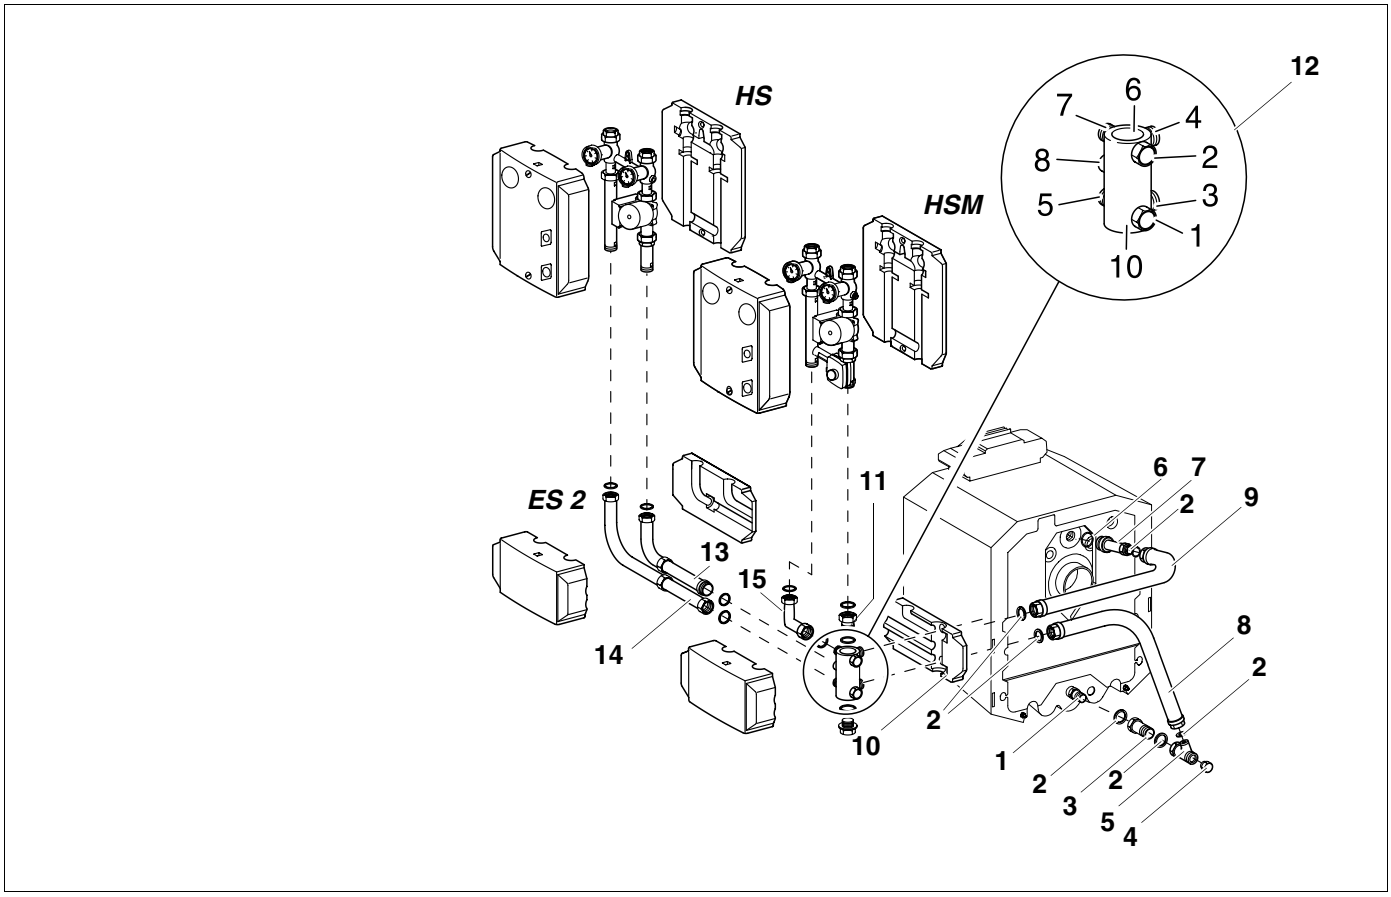

Afb. 10 Zijdelings parallel, rechts van de ketel
Legemde voor afb. 10
- Plaats de dichting volgens afb. 10 in het tussenstuk (**14**) en schroef het tussenstuk op het vertrek nr. 5 van de multifunctionele verdeler.
- Schroef de pompgroep met mengklep (HSM) of zonder mengklep (HS) conform afb. 10 vast.
- Monteer de bocht met de dichting (korte been) (afb. 10).